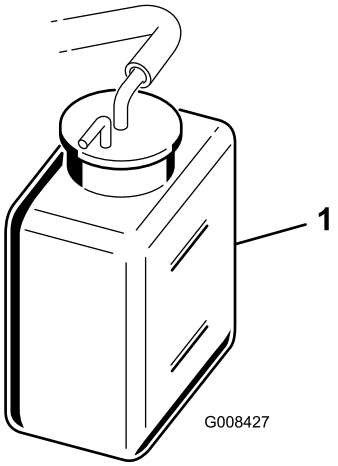

Figur 31
2. Kontroller kølervæskestanden (Figur 31). Kølevæsken skal være mellem linjerne på reservetanken, når motoren er kold.